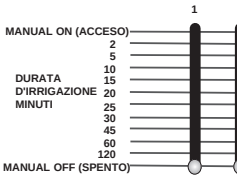

FIGURE 13 : Curseur de durée d'arrosage en position d'arrêt manuel
- Pour fermer un ou plusieurs postes, glissez le curseur de durée d'arrosage complètement en bas à la position **MANUAL OFF [voir la figure 13].**